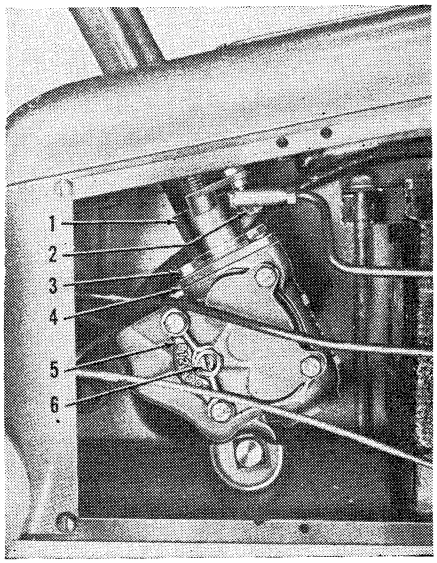

*Fig. MH3—Pony steering gear adjustment.*
5. **ADJUSTMENT.** Adjustment of Ross cam and lever steering on the Pony tractor is done with the right side panel removed as in Fig. MH3. All adjustments are made with front wheels raised or with drag link disconnected to relieve load on steering mechanism.
6. CAM SHAFT. To adjust cam or steering shaft bearings, loosen steering column clamp (1) and remove the three cap screws (3). Note that one of these cap screws has a copper washer under its head; replace in same position. Raise cover and separate one shim (4) from pack; split shim and remove it. Replace cover and cap screws and test for end play of bearings. All end play should be removed, but there should be no drag on steering gear except through its mid-position and then only when lever shaft is in correct (zero backlash) adjustment.
7. LEVER SHAFT. Loosen lock nut on lever shaft screw (6) and turn screw *in* until slight drag is felt when steering wheel is turned through its mid-position (front wheels raised).